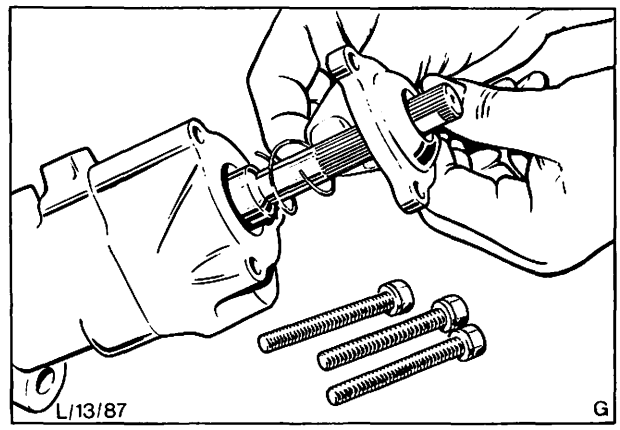

Abb. 42 Wiedereinbau der Vorspannungsfeder und des Gehäusedeckels
38. Steuergehäuse, Vorspannungsfeder und Steuergehäusedeckel mit zugeordneten Teilen montieren, Abb. 42.